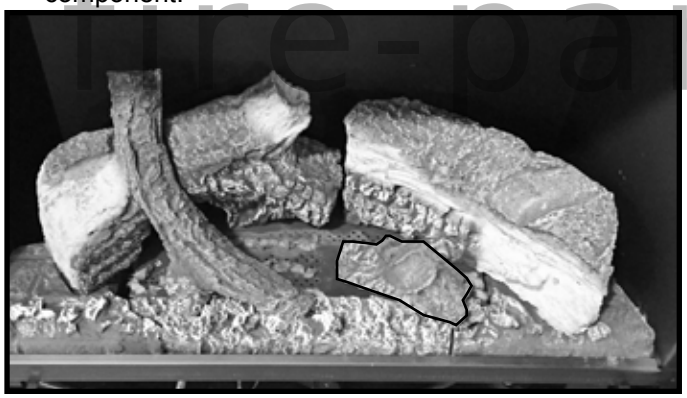

Figure 8. Install Burner Log
5. Remove small burner log from packaging. This log has two holes on the bottom. These holes correspond to two log pins located on the burner top. Place log on the two log pins as shown Figure 8. When properly placed, this log will rest on both the burner and the front hearth component.